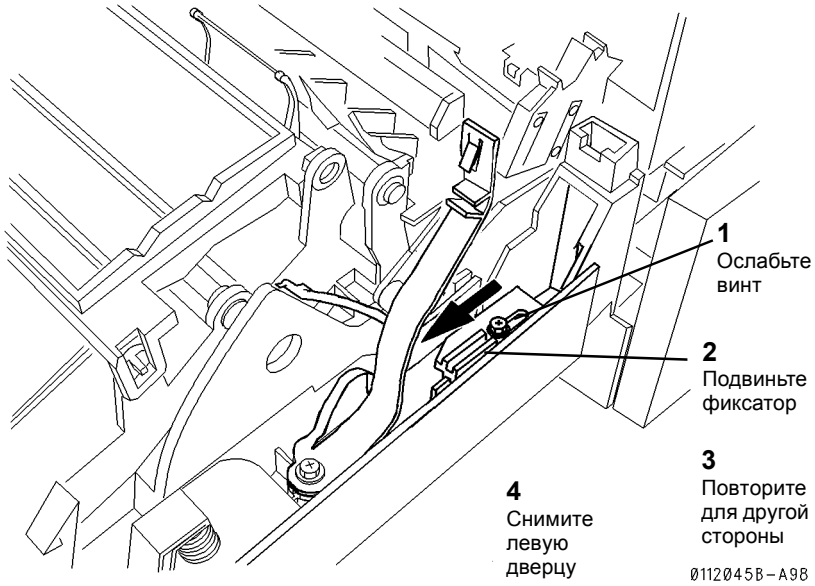

Рисунок 3 Снятие левой дверцы
4. Снимите левую дверцу (Рисунок 3).